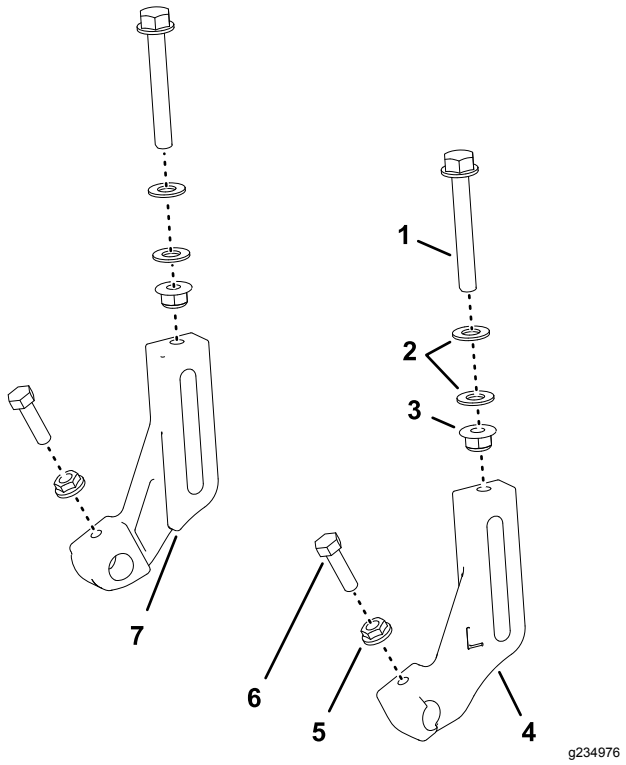

Figura 5
1. Monte os dois parafusos da altura de corte ((3/8 x 2-3/4 pol.), quatro anilhas (5/16 pol.) e duas porcas de bloqueio flangeadas (3/8 pol.); consulte Figura 5.
2. Enrosque sem apertar o parafuso da altura de corte nos suportes esquerdo e direito da altura de corte (Figura 5).
3. Monte sem apertar um parafuso (5/16 x 1-1/8 pol.) e porca flangeada serrada (5/16 pol.) em cada suporte de rolo dos suportes de altura de corte elevada (Figura 5).